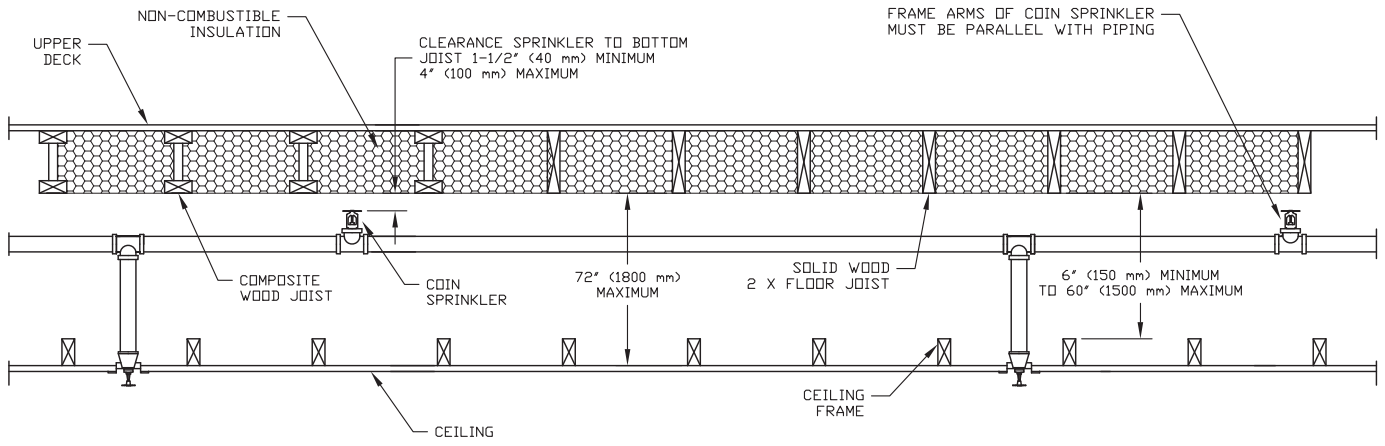

Figure 8: Solid Wood or Composite Wood Joist Construction with Non-Combustible Insulation Filled Upper Deck (Steel Pipe, Cross Sectional View)
- 1-1/2" to 4" (40 - 100 mm) below upper deck for unobstructed open wood truss construction or concealed spaces of non-combustible open steel joist construction. See Figures 8 and 9.
- 1-1/2" to 4" (40 - 100 mm) below non-combustible insulation-filled solid wood joists or composite wood joists. See Figure 8.